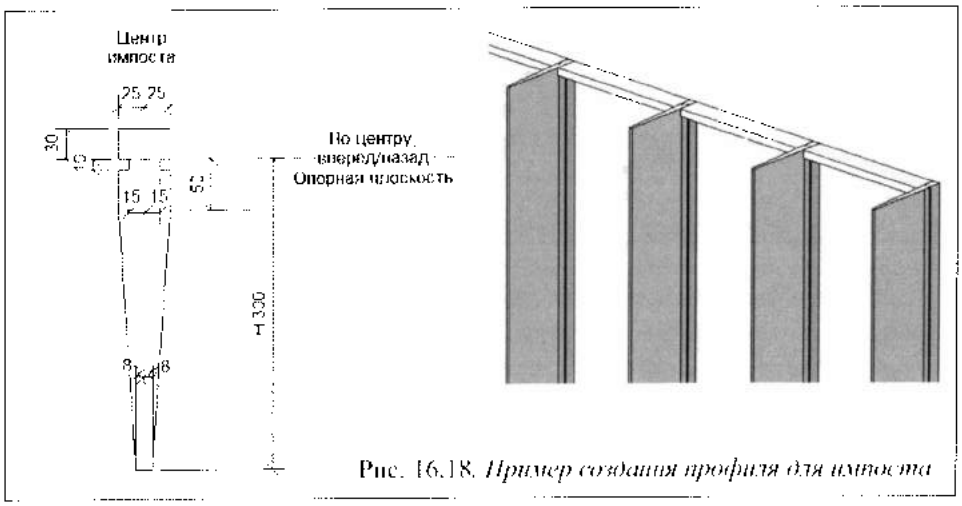

Рис. 16.18. *Пример создания профиля для импоста*
2. Создать эскиз профиля (рис. 16.18).